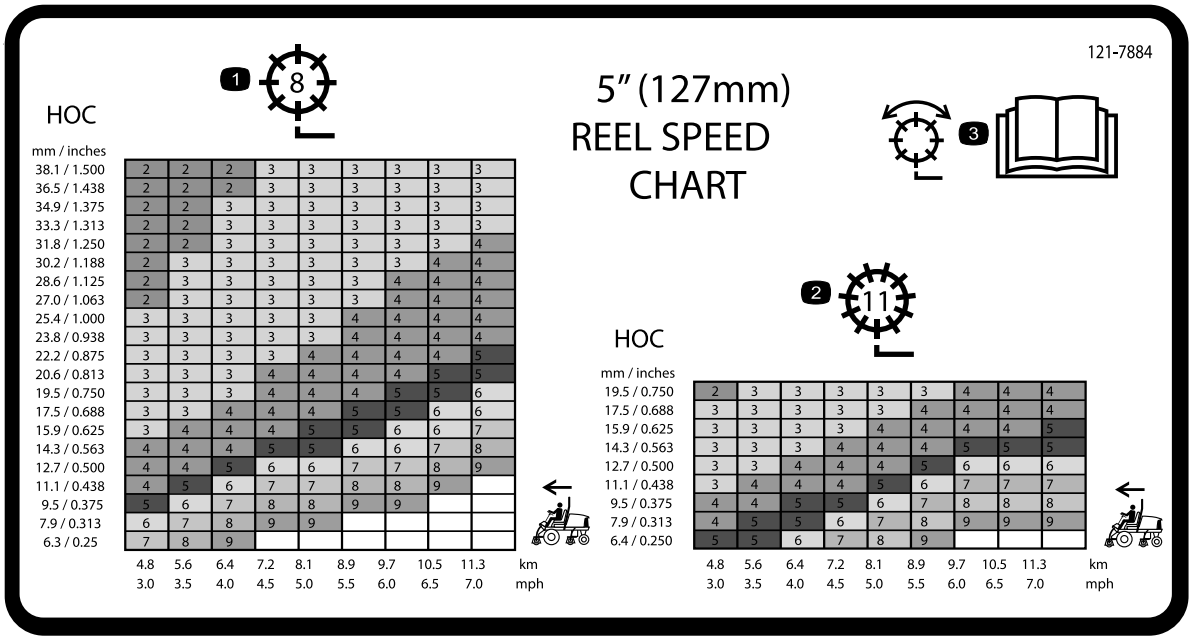

Figuur 31
3. Raadpleeg de tabel op de sticker met messenkooitoerentallen (Figuur 31) om het juiste messenkooitoerental te bepalen.